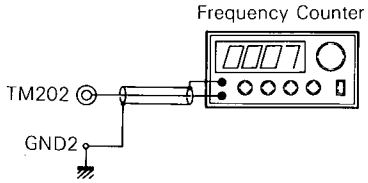

Fig. 13
(1) Connect the frequency counter to TM202 (CLK) and GND2. (Fig. 13)
(2) Remove wire connector CN203, turn the power switch on.
(3) Rotate the L201 core and adjust so that the frequency counter shows a value of 4.3218MHz ±0.02MHz.
(4) After adjusting, turn the power off an connect the CN203 wire connector.